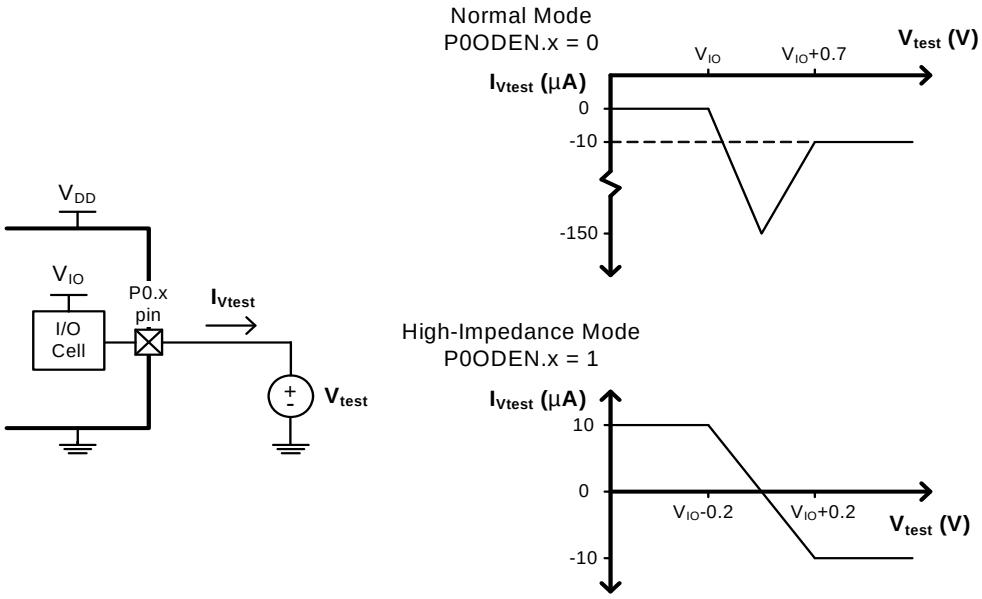

**Figure 18.5. Port 0 Input Overdrive Current Range**
**Important Note:** Port 0 pins are 5 V tolerant across the operating range of $V_{IO}$. Figure 18.5 shows the input current range of P0 pins when overdriven above $V_{IO}$ (when $V_{IO}$ is 3.3 V nominal). There are two overdrive modes for Port 0: Normal and High-Impedance. When the corresponding bit in P0ODEN is logic 0, Normal Overdrive Mode is selected and the port pin requires 150 µA peak overdrive current when its voltage reaches approximately $V_{IO}$ + 0.7 V. When the corresponding bit in P0ODEN is logic 1, High-Impedance Overdrive Mode is selected and the port pin does not require any additional overdrive current. Pins configured to High-Impedance Overdrive Mode consume slightly more power from $V_{IO}$ than pins configured to Normal Overdrive Mode. Note that Port 1 and Port 2 pins cannot be overdriven above $V_{IO}$ and have the same behavior as P0 in Normal Mode.